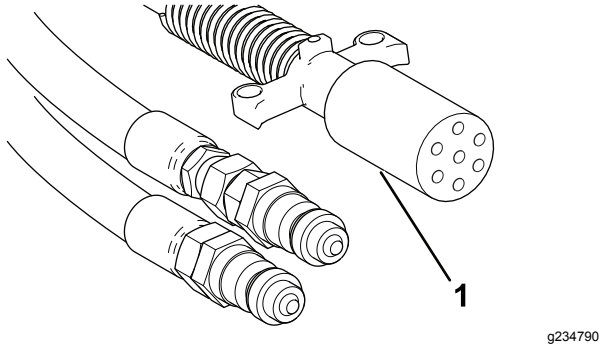

Rysunek 21
8. Podłącz 7-stykowy spiralny przewód zasilający do gniazda maszyny i pojazdu holowniczego (Rysunek 21).